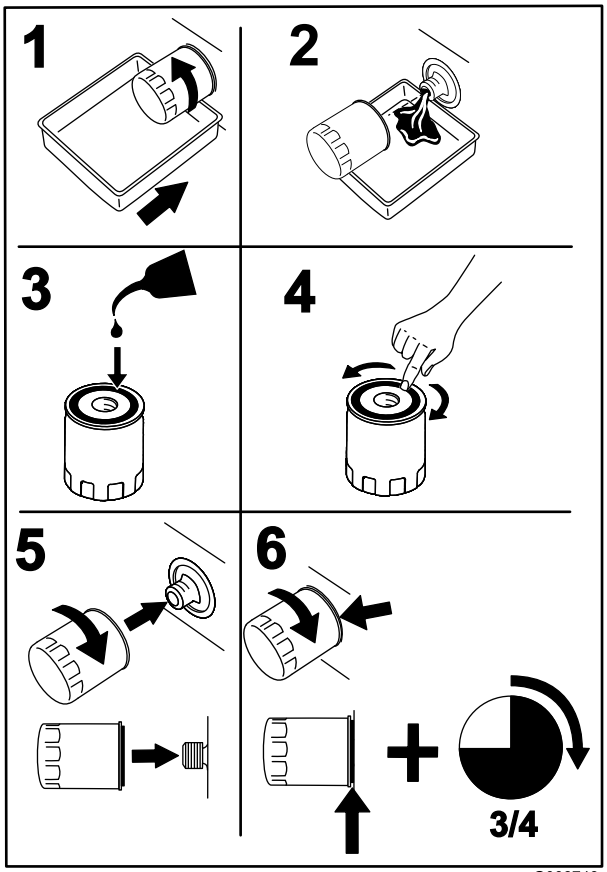

Figur 39
2. Byt ut motoroljefiltret (Figur 39).